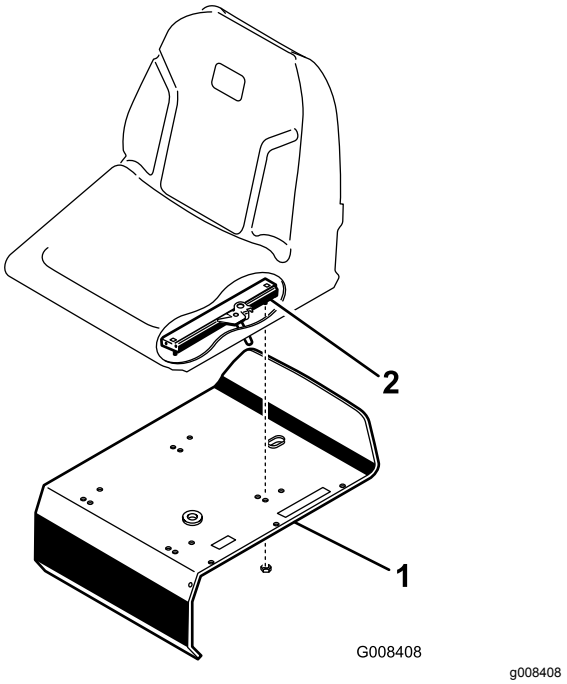

Figur 3
3. Fest seteskinnene til setestøtten med låsemutterne (5/16 tomme) som følger med blant de løse delene (Figur 3).